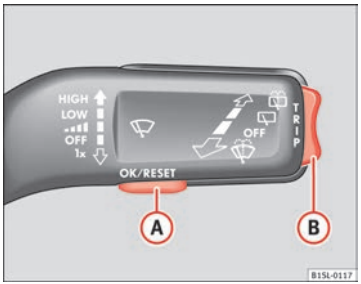

Fig. 11 Levier d'essuie-glace : touche Ⓐ pour confirmer les points d'indication et touche à bascule Ⓑ pour modifier les points d'indication.
– Si nécessaire, changez l'indication de l'heure en appuyant pour cela sur la partie supérieure ou inférieure de la touche à bascule ⇒ fig. 11 (B).
- Si un message ou le pictogramme du véhicule s'affiche, appuyez sur la touche OK/RESET (⇒ fig. 11 Ⓐ).